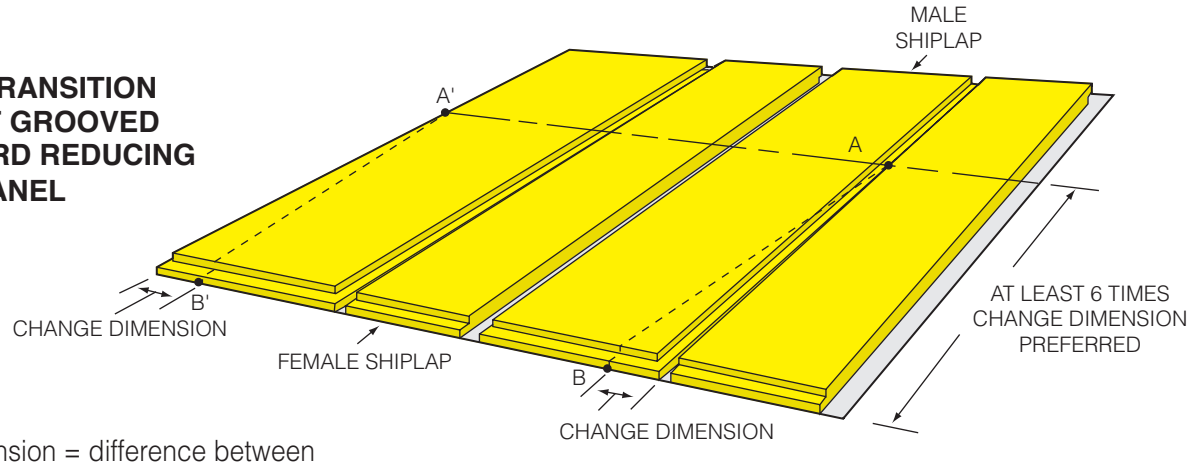

Fig. 3-13A
1. Draw diagonal lines A - B and A' - B' establishing transition angle (Fig. 3-13A).